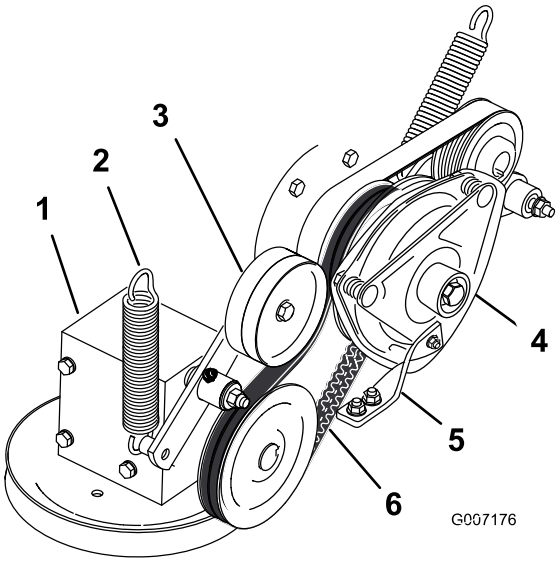

Figuur 67
4. Haal de veer van de arm van de spanpoelie (Figuur 67).
7. Leg de nieuwe drijfriem om de koppelingspoelie en de poelie van de tandwielkast (Figuur 67).
9. Monteer de veer op de arm van de spanpoelie (Figuur 67).